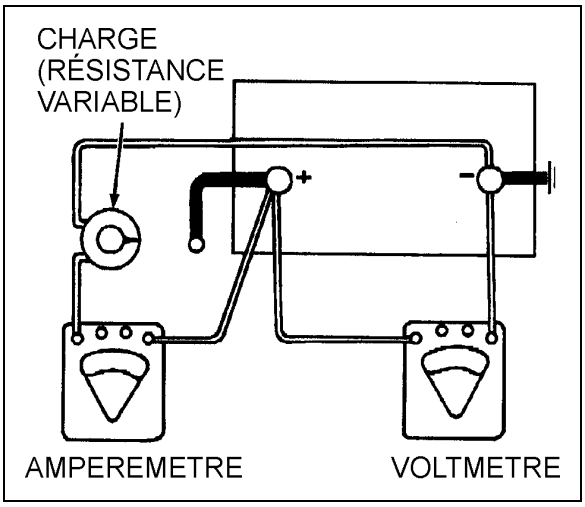

FIGURE 43 : ESSAI DE CHARGE
Pour effectuer cet essai, utiliser un appareil qui résiste à une lourde charge électrique de batterie, comme une pile variable au carbone avec un ampèremètre et un voltmètre (Figure 43). On peut également utiliser un appareil analyseur du système de charge.
1. Relier un voltmètre, un ampèremètre et une résistance de charge variable comme illustrés à la Figure 43.